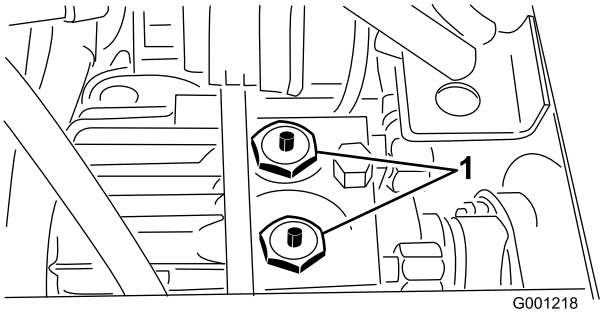

**Figuur 33**
2. Houd de pennen ingedrukt die zich bevinden in het midden van de twee (2) afsluitkleppen boven op de transmissie (Figuur 33), terwijl u de machine duwt of sleept. Op Figuur 33 zijn de stoel en de bevestigingsplaat van de stoel verwijderd.